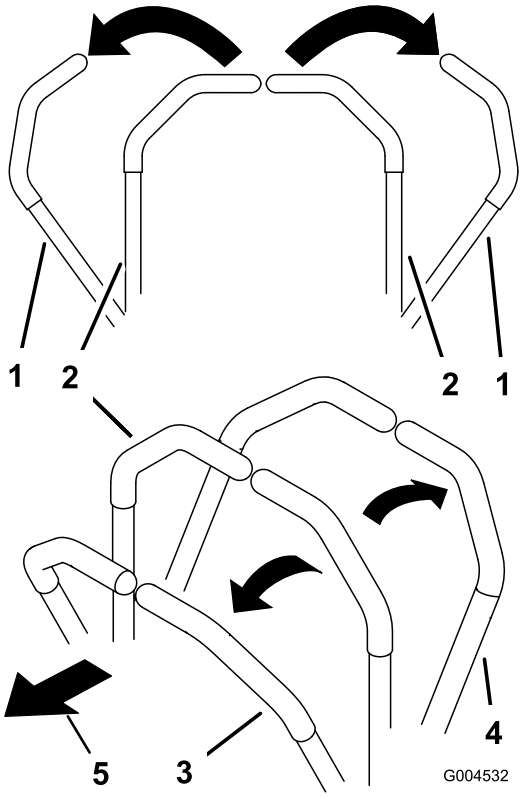

Rysunek 18
1. Przesuń dźwignie kierowania (Rysunek 18) w położenie NEUTRALNE ZABLOKOWANE.
3. Aby jechać do przodu, powoli przesuń do przodu dźwignie kierowania (Rysunek 18).
Aby jechać prosto, z jednakową siłą naciśnij obie dźwignie kierowania (Rysunek 18).
Aby skręcić, przesuń dźwignię kierowania w stronę położenia neutralnego dla kierunku, w który chcesz skręcić (Rysunek 18).
2. Aby jechać do tyłu, powoli przesuń dźwignie kierowania do tyłu (Rysunek 18).
Aby skręcić, zwolnij nacisk na dźwignię kierowania dla kierunku, w który chcesz skręcić (Rysunek 18).